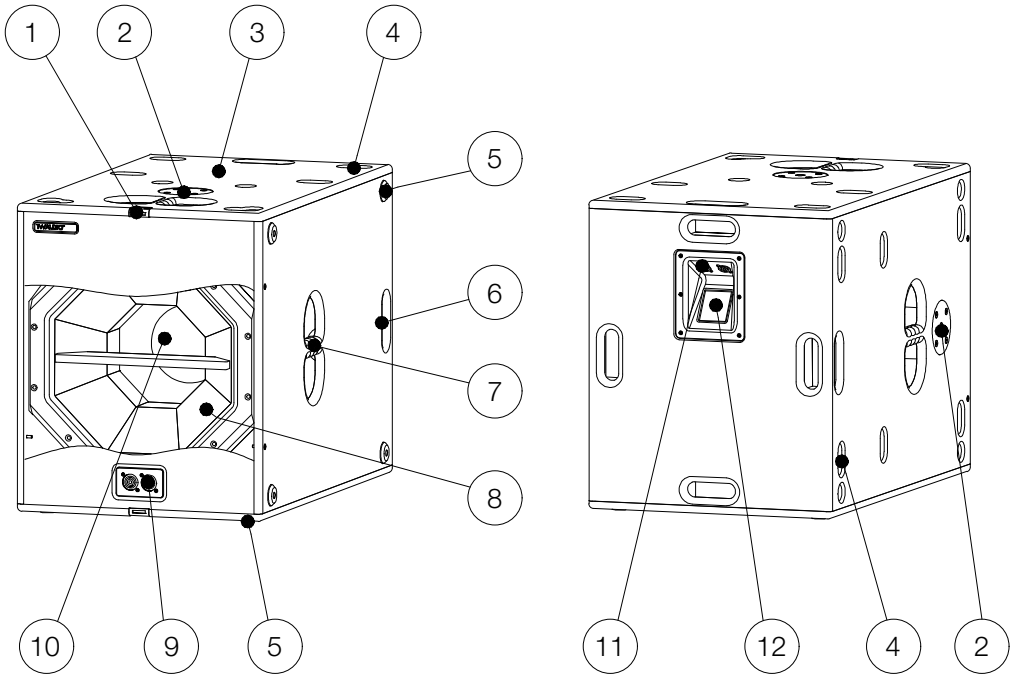

Figure 2.1 - Overview
Make sure that the maximum load of 50 kg / 110 lbs for the M20 pole mount flange is not exceeded! Figure 2.1 – Item 2.
The M20 pole mount flange (figure 2.1- item 2) is not designed for side forces once mounted – do not apply any pressure from the sides.
Please note that only centered loads are allowed to be placed on the M20 pole mount flange – Figure 2.1 – Item 2.
Make sure that the existing millings for rubberfeets (Pos.4 - figure 2.1) are used for a safe stacking of the loudspeakers.